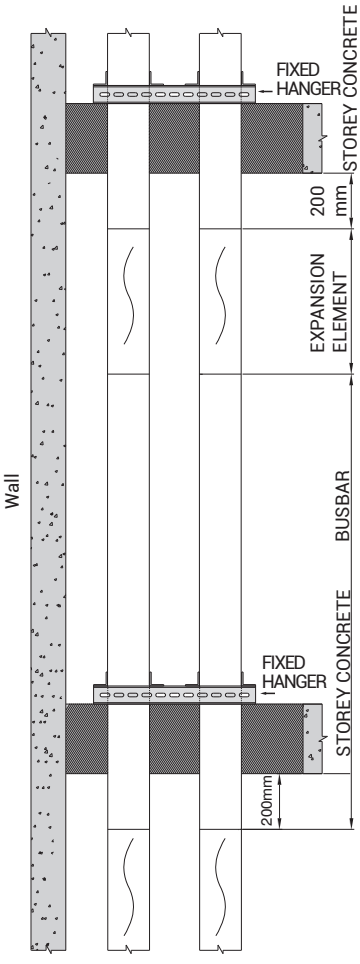

FIGURE-3 DDT APPLICATION
**2-)** One piece used in between two fixed hangers in each storey passage.(Figure-3)